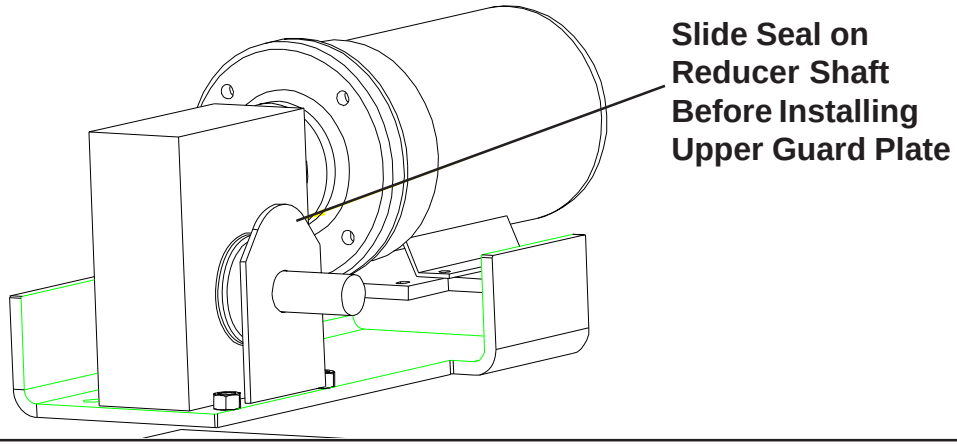

FIG. TD1
A. Slide the Chain Guard Top Seal (GC11978) over the Gear Reducer Output Shaft before installing any other components. Fig. TD1